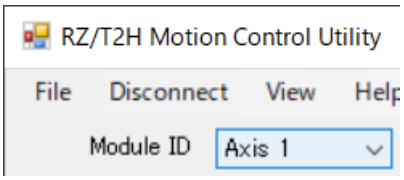

Figure 4-2 "Module ID" Drop-down List
(8) Select the control target (axis number) from the "Module ID" drop-down list (Figure 4-2).
(14) Select the control target (axis number) from the "Module ID" drop-down list (Figure 4-2).